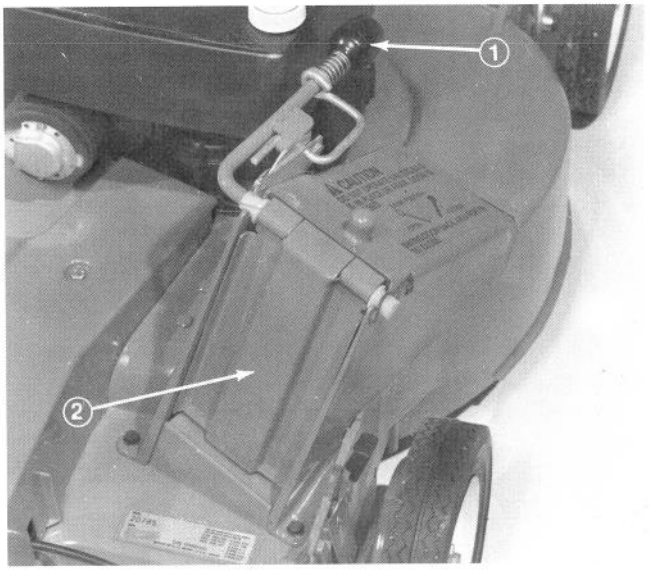

Afbeelding 15
2. Wees er zeker van, dat de deurhandle van de koker helemaal naar voren is en dat de klinkpen in de klink rust (Afb. 15). De kokerdeur is nu dicht.